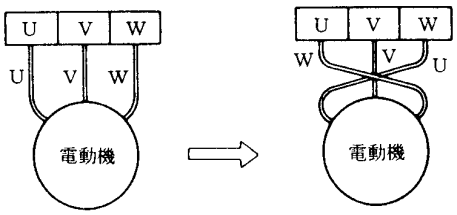

図 7
(1) スイッチを一、二度入れたり切ったりして、始動に異常のないことをご確認ください。
(2) 次に回転方向を確認してください。ポンプを運転し、吐出し量が少なく異常音を発する場合は逆回転ですから、三相のうち二相を入れ替えてください。（図 7 参照）
(3) 回転方向を陸上で確認する場合、グラインダインペラの回転方向は、ポンプ吸込口から見て、反時計方向回りが正常です。